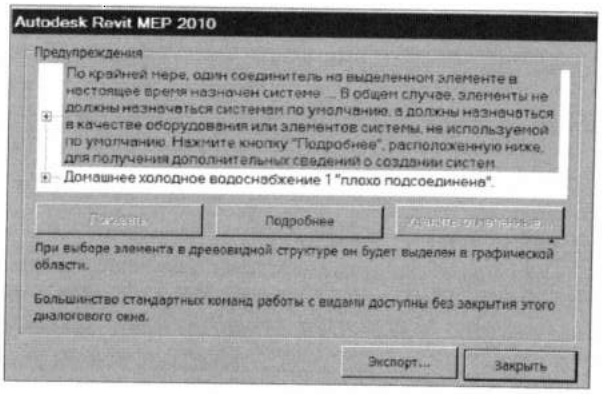

Рис. 40.7. *Окно предупреждений*
2. Если найдена ошибка, в правом нижнем углу появится сообщение с предупреждением. Открыть в нем кнопкой **Expand warning dialog** (Раскрыть диалог предупреждения) бокс с подробным описанием ошибок (рис. 40.7), раскрыв предупреждение до компонента, имеющего проблему.